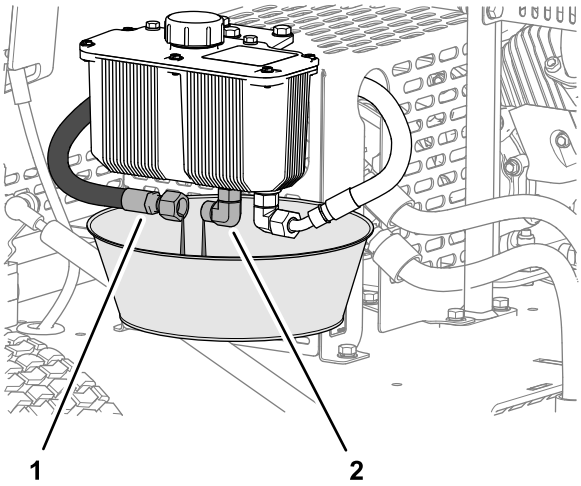

Rysunek 37
1. Umieść miskę drenażową o pojemności 2 l pod zbiornikiem oleju hydraulicznego (Rysunek 37).
2. Zdejmij wąż zasilający oleju hydraulicznego ze złącza zbiornika i odczekaj, aż cały olej hydrauliczny spłynie (Rysunek 37).